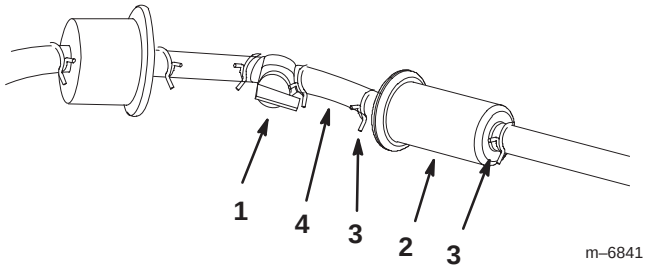

Figure 47
2. Close the fuel shut–off valve (Fig. 47).
3. Loosen the hose clamp at the fuel filter and slide it up the fuel line away from the fuel filter (Fig. 47).
4. Pull the fuel line off fuel filter (Fig. 47). Open fuel shut-off valve and allow gasoline to drain into a gas can or drain pan.
5. Install the fuel line onto the fuel filter. Slide the hose clamp close to the fuel filter to secure the fuel line (Fig. 47).